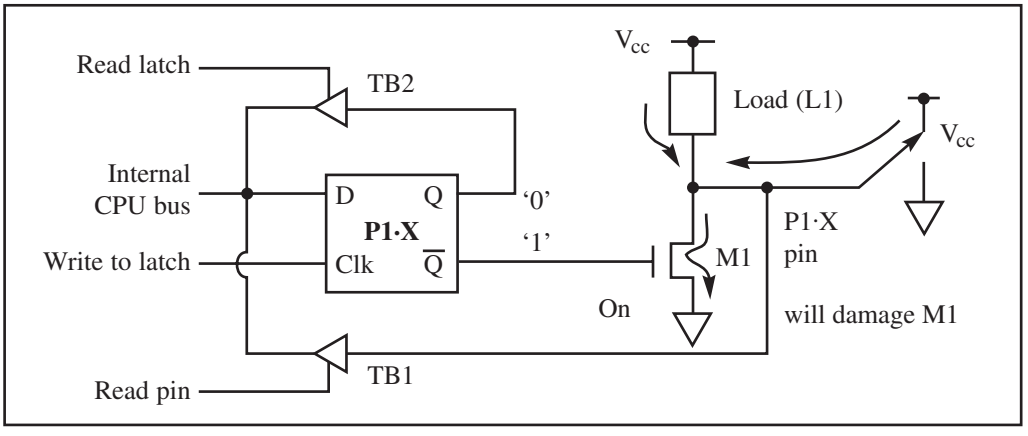
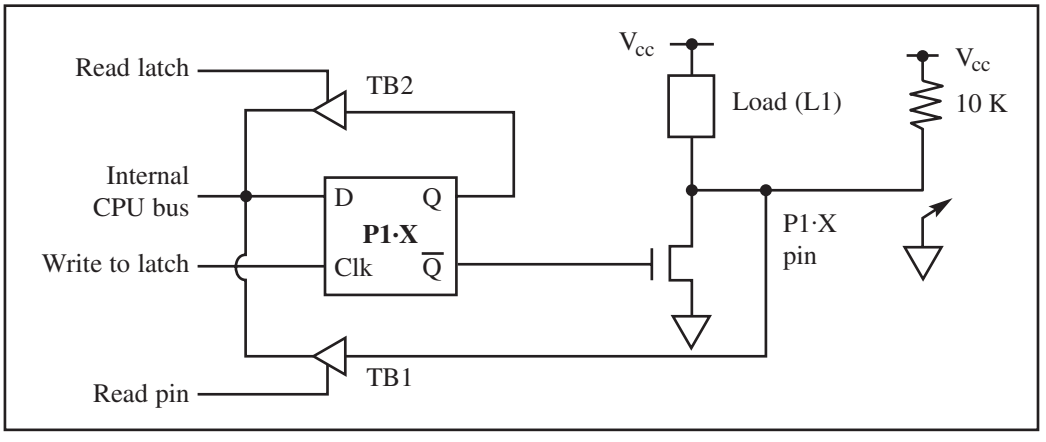

Figure 13. Never Connect Direct V_{cc} to the 8051 Port Pin
Figure 14. Input Switch with Pull-Up Resistor
The above discussion showed why we must write a "high" to a port's bits in order to make it an input port. What happens if we write a "0" to a port that was configured as an input port? From Figure 13, we see that if we write a 0 (low) to port bits, then Q = 0 and $\overline{Q}$ = 1. As a result of $\overline{Q}$ = 1, the M1 transistor is "on." If M1 is "on," it provides the path to ground for both L1 and the input pin. Therefore, any attempt to read the input pin will always get the "low" ground signal regardless of the status of the input pin. This can also damage the port, as explained next.
We must be very careful when connecting a switch to an input port of the 8051. This is due to the fact that the wrong kind of connection can damage the port. Look at Figure 13. If a switch with V_{cc} and ground is connected directly to the pin and the M1 transistor is "on," it will sink current from both internal load L1 and external V_{cc}. This can be too much current for M1, which will blow the transistor and, as a result, can damage the port bit. There are several ways to avoid this problem. They are shown in Figures 14–16.
1. One way is to have a 10K-ohm resistor on the V_{cc} path to limit current flow through the M1 transistor. See Figure 14.